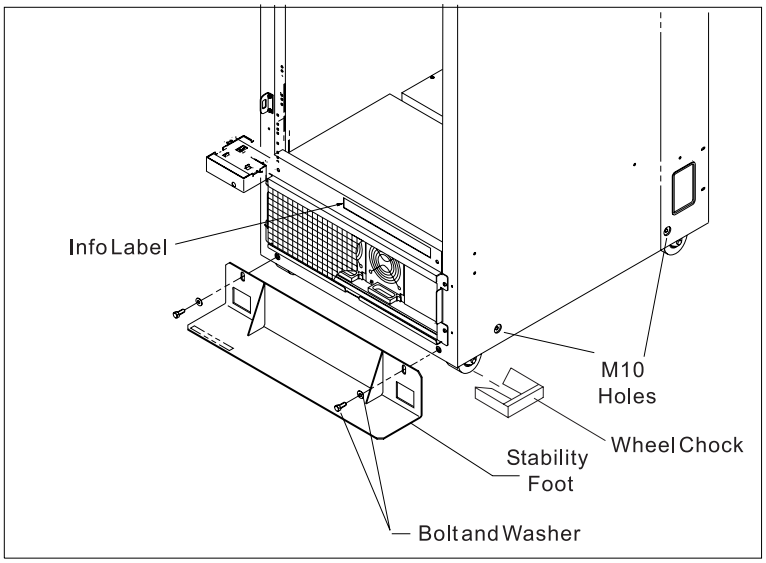

Figure 1-11. Installing the stability foot and wheel chocks
1. Place the stability foot at the bottom front of the frame. Line up the two holes with the bolt holes in the frame. See Figure 1-11 on page 1-17.